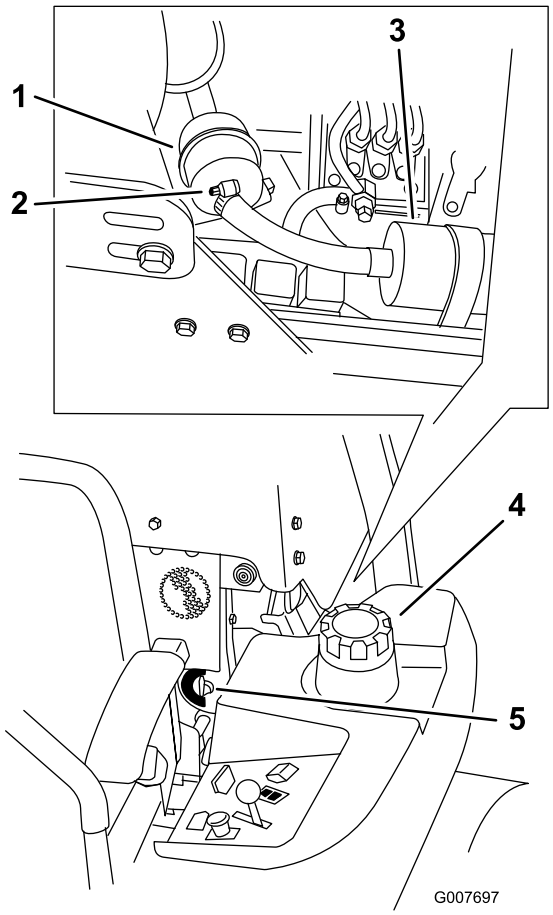

Figur 49
4. Åpne drivstoffventilen(Figur 49).
5. Løsne de to slangeklemmene og koble fra drivstoffslangene fra toppen av filteret (Figur 49).
6. Sett inn et nytt filter. Koble drivstoffslangene til drivstoffilteret og monter de to slangeklemmene (Figur 49).